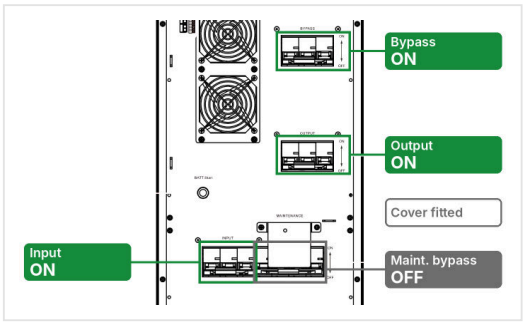

FIGURE 6-4 Step 6: INPUT, BYPASS and OUTPUT ON, maintenance bypass OFF — normal operation
6. Close the OUTPUT breaker (Figure 6-4).
4. Refit the cover of the maintenance-bypass breaker (Figure 6-4).